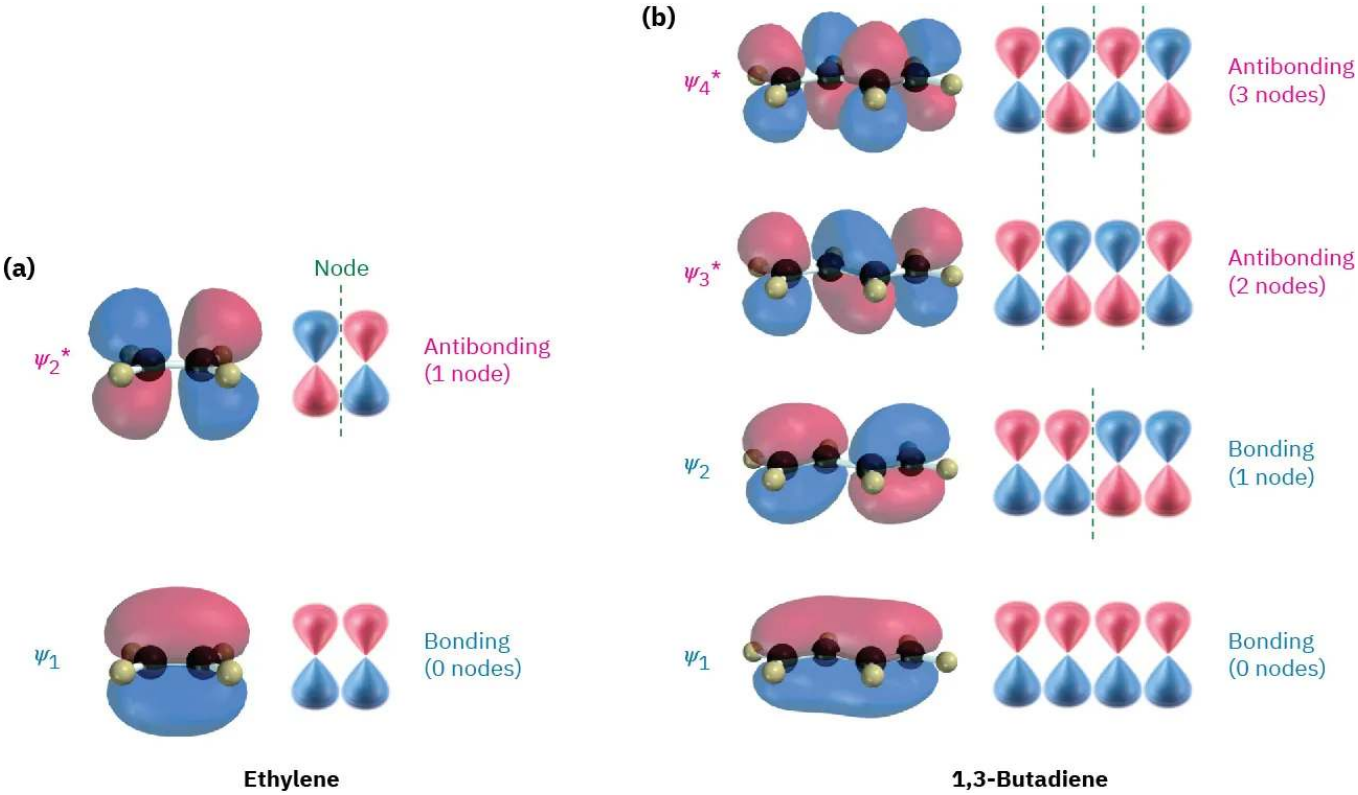

Figure 14.2.1: Pi molecular orbitals of **(a)** ethylene and **(b)** 1,3-butadiene.
A conjugated polyene, as we saw in Section 14.1, is one with alternating double and single bonds. According to molecular orbital (MO) theory, the *p* orbitals on the sp^2-hybridized carbons of a conjugated polyene interact to form a set of π molecular orbitals whose energies depend on the number of nodes they have between nuclei. Molecular orbitals with fewer nodes are lower in energy than isolated *p* atomic orbitals and are bonding MOs; molecular orbitals with more nodes are higher in energy than isolated *p* orbitals and are antibonding MOs. Pi molecular orbitals of ethylene and 1,3-butadiene are shown in Figure 14.2.1.